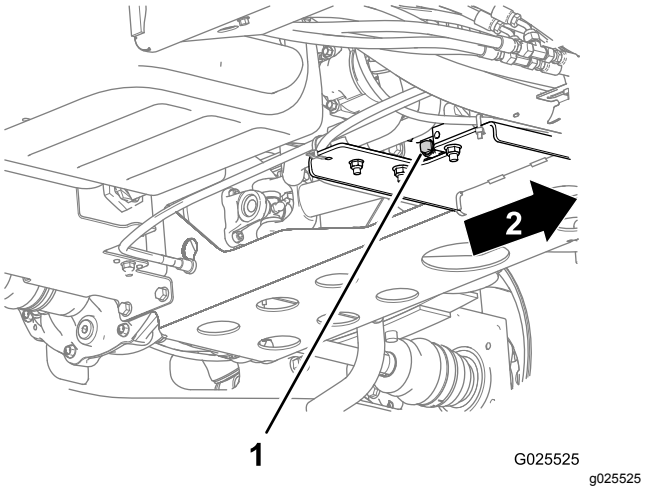

**Figur 44**
2. Plasser et stort tappefat under oljetappepluggen (Figur 44).
3. Fjern tappepluggen (Figur 44) og la oljen renne ut i et tappefat.